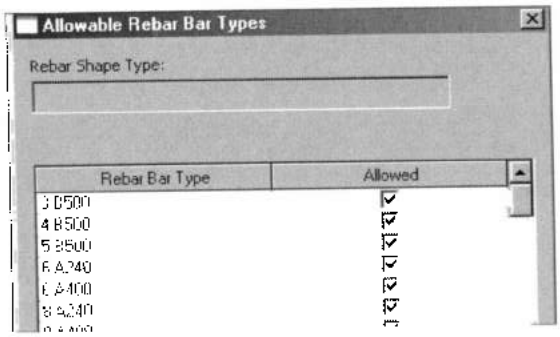

Рис. 43.20. *Отбор типоразмеров арматурных стержней для использования в проекте*
- **Allowable Bar Types** (Допустимые типы стержней) – отбор в одноименном боксе (рис. 43.20) типоразмеров арматурных стержней для использования в проекте. В нем необходимо пометить флажками в графе **Allowed** (Разрешенные) допустимые размеры арматурных стержней данной формы, которые будут отображаться в пользовательском интерфейсе;